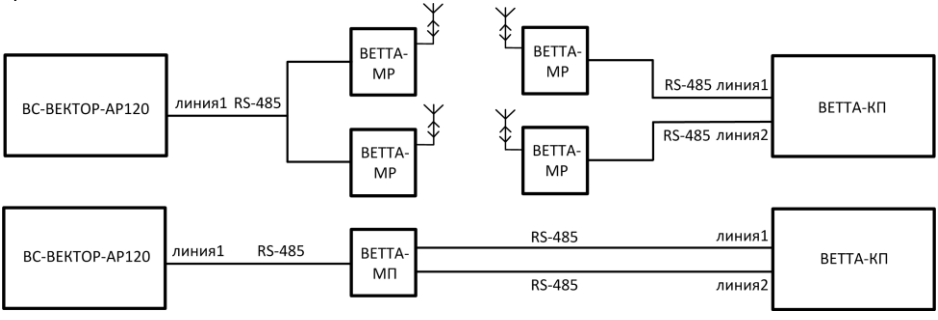

Рис.5 Варианты подключения к системе «ВЕТТА-2020» с дублированием канала.
2) При необходимости реализации СПИ с передачей данных по двум линиям связи с целью дублирования каналов связи, возможно использование проводных и радиоканальных приемо-передающих устройств «ВЕТТА-МП» и «ВЕТТА-МР». Эти устройства являются элементами СПИ и выполняют функции приборов объектовых оконечных (ПОО). Такая схема подключения к «ВЕТТА-2020» кроме основной функции по резервированию канала связи, обеспечивает кратное увеличение дальности связи, поскольку промежуточные устройства в каналах связи выполняют роль ретрансляторов (Рис.5). В такой схеме подключения также используется один порт связи RS-486 прибора.